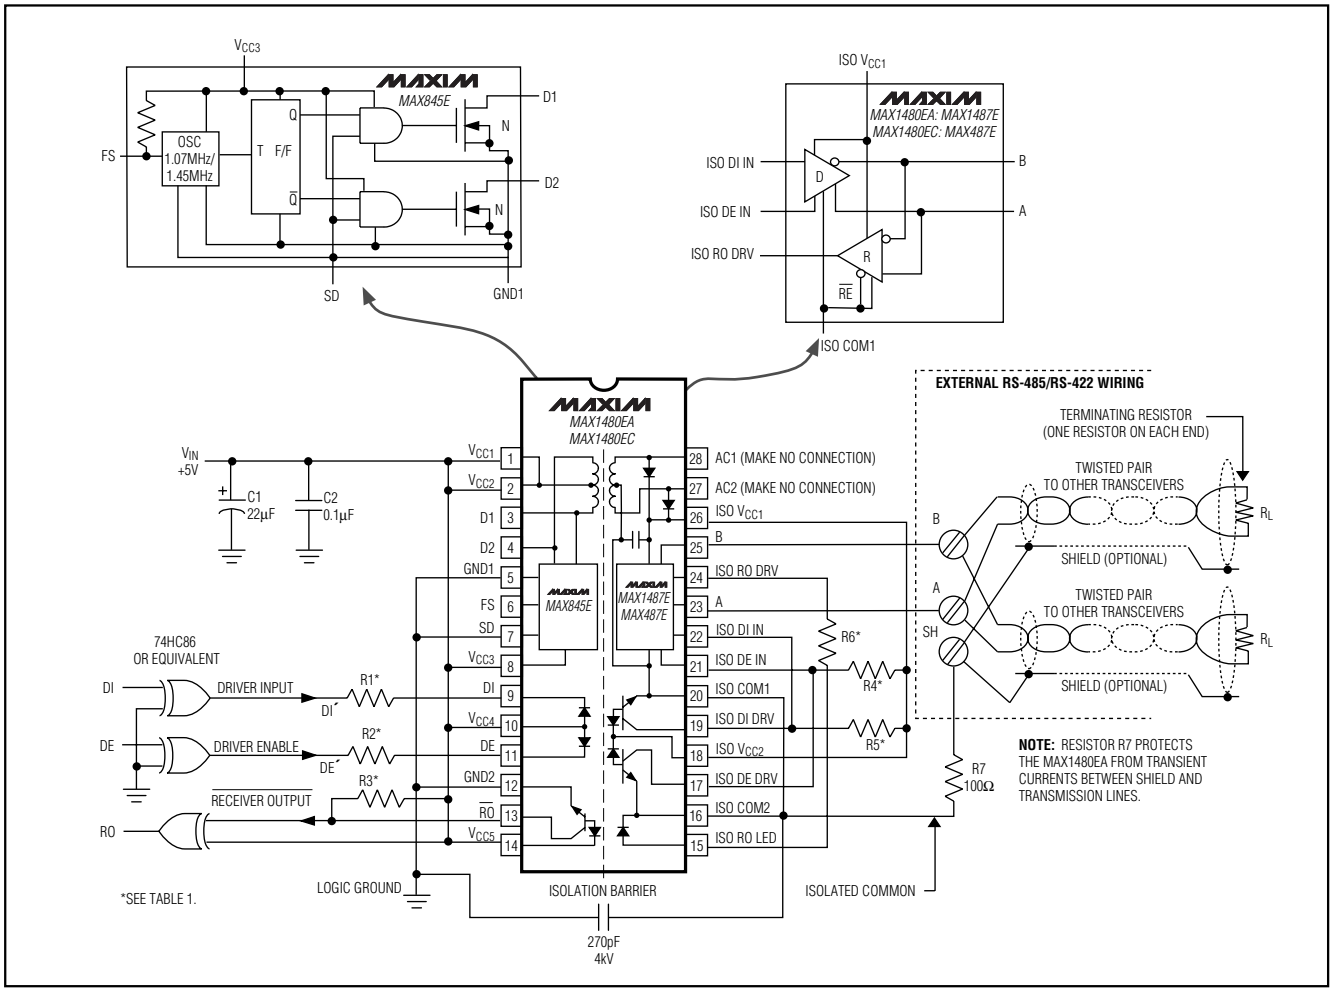
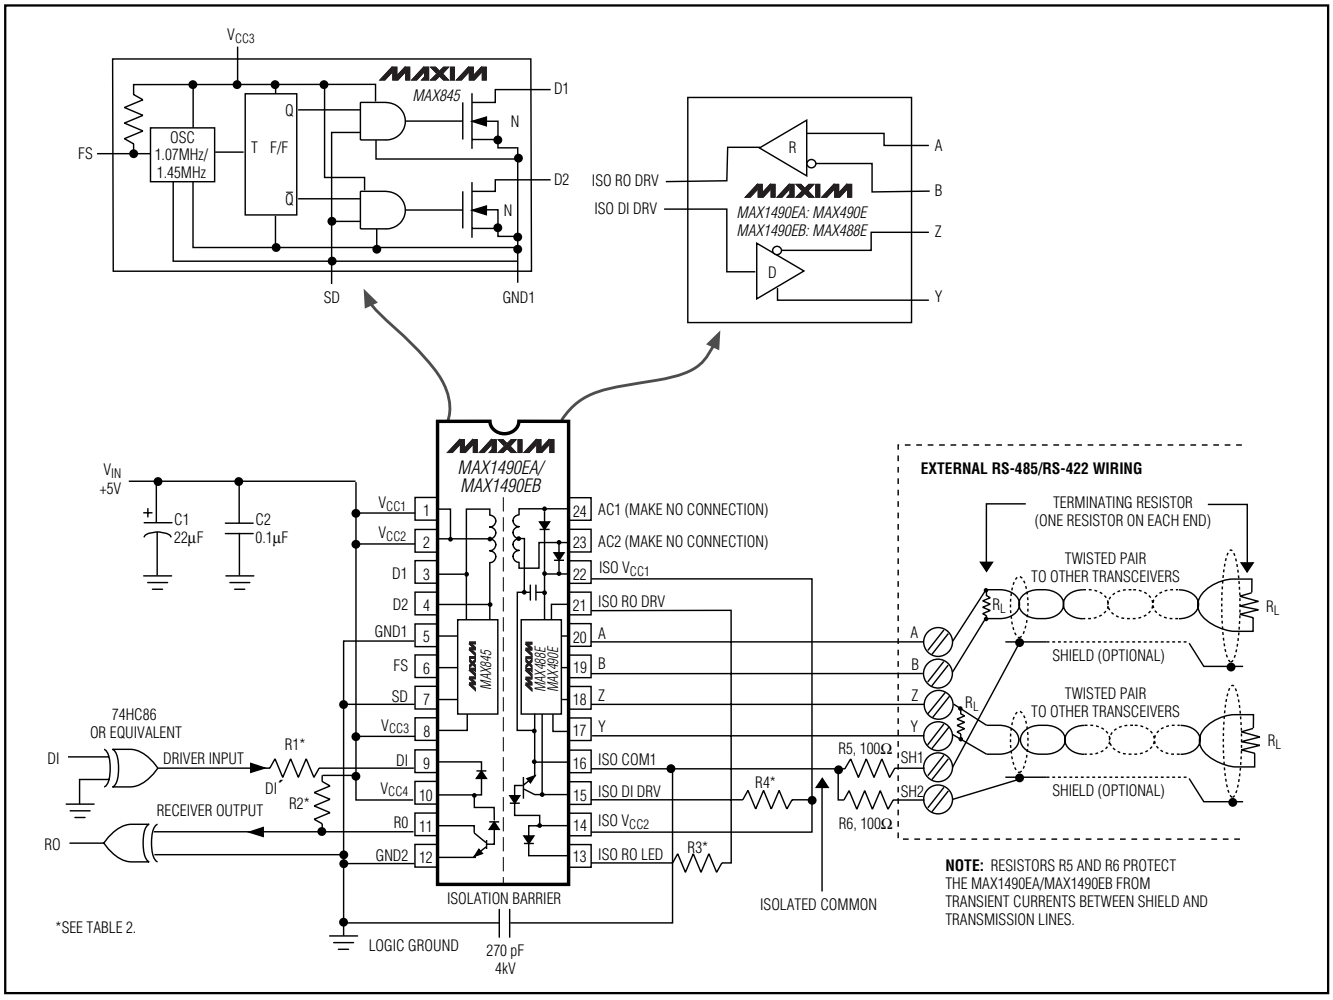

Figure 1. MAX1480EA/MAX1480EC Detailed Block Diagram and Application Circuit
Figure 2. MAX1490EA/MAX1490EB Detailed Block Diagram and Typical Application Circuit
($V_{CC_}$ = +5V, V_{FS} = $V_{CC_}$, Figures 1 and 2, T_A = +25°C, unless otherwise noted.)
($V_{CC_}$ = +5V, V_{FS} = $V_{CC_}$, $V_{DI'}$ = 0, DE´ toggled 0 to 5V at 5kHz, Figures 1 and 2, T_A = +25°C, unless otherwise noted.)
Note: *For DE´ and DI´ pin descriptions, see Detailed Block Diagram and Typical Application Circuit (Figure 1 for MAX1480EA/MAX1480EC, Figure 2 for MAX1490EA/MAX1490EB).*
The MAX1480EA/MAX1480EC/MAX1490EA/MAX1490EB are complete, electrically isolated, RS-485/RS-422 data-communications interface solutions. Transceivers, optocouplers, a power driver, and a transformer in one standard 28-pin DIP package (24-pin package for the MAX1490EA/MAX1490EB) provide a complete interface. Signals and power are internally transported across the isolation barrier (Figures 1, 2). Power is transferred from the logic side (nonisolated side) to the isolated side of the barrier through a center-tapped transformer. Signals cross the barrier through high-speed optocouplers. A single +5V supply on the logic side powers both sides of the interface. The MAX1480EA/MAX1480EC offer half-duplex communications while the MAX1490EA/MAX1490EB feature full-duplex communication. The functional input/output relationships are shown in Tables 3 through 6.
Table 1. Pullup and LED Drive Resistors for Figure 1
Table 2. Pullup and LED Drive Resistors for Figure 2
** For DE´ and DI´ pin descriptions, see Detailed Block Diagram and Typical Application Circuit (Figure 1 for MAX1480EA/ MAX1480EC, Figure 2 for MAX1490EA/MAX1490EB).*
The ±15kV ESD test specifications apply only to the A, B, Y, and Z I/O pins. The test surge may be referenced to either the ISO COM or to the nonisolated GND (Figures 1 and 2).